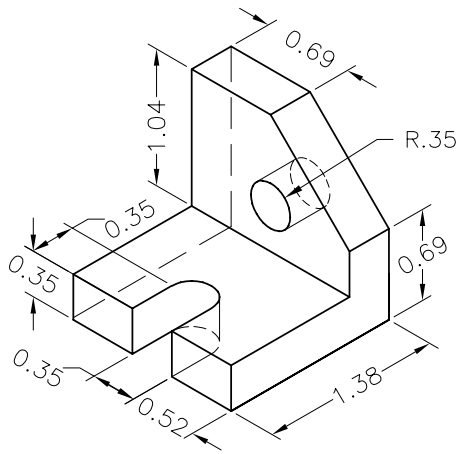

Figure 17-51 *Step block with hole and slot*
In this example, you will draw the required orthographic views of the object shown in Figure 17-51. Assume the dimensions of the drawing.
1. Look at the object and determine the number of views required to show all its features. For example, the object in Figure 17-51 requires three views only (front, side, and top).